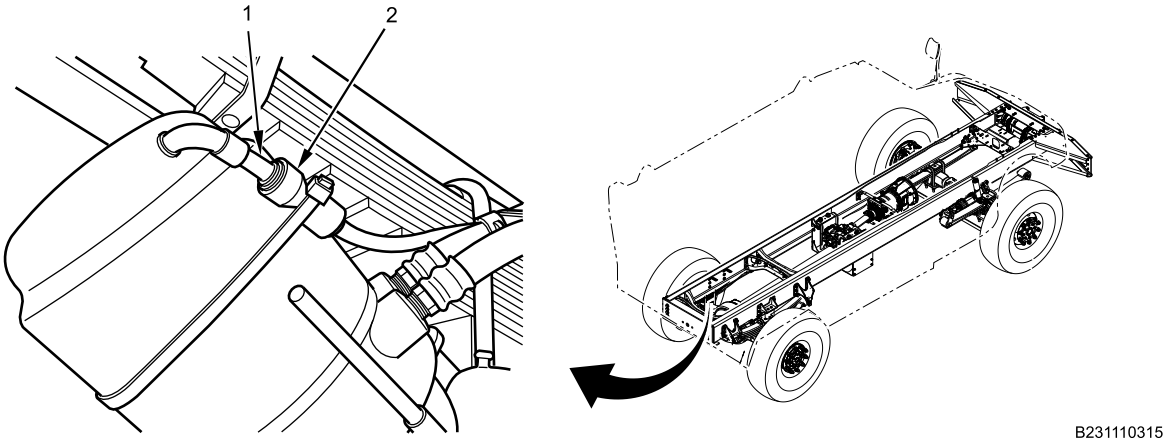

Figure 1. Air Chamber.
1. Disconnect air chamber nylon hose (Figure 1, Item 1) from air vent connector (Figure 1, Item 2).